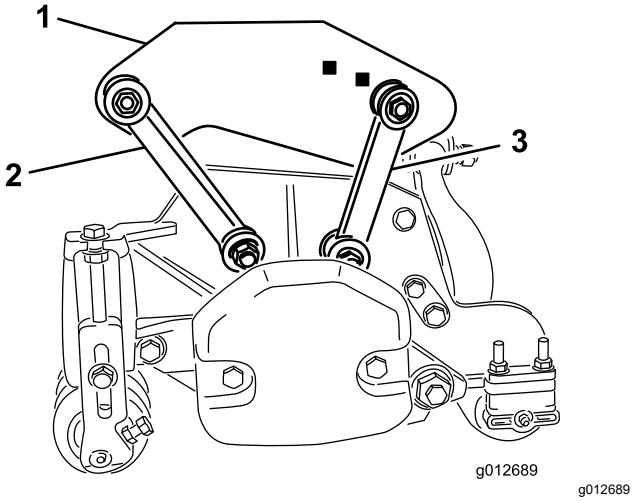

Figur 19
- Fest fremre monteringskoblinger til bærerammehullene med en bolt (⅜ x 2¼ tommer), to flate skiver og en låsemutter som vist i Figur 19. Plasser en skive på hver side av koblingen når du monterer. Stram til festene med et moment på 42 N·m.
- Fest monteringskoblingene til bakre bærerammehull med en bolt (⅜ x 2¼ tommer), to flate skiver og en låsemutter som vist på Figur 19. Plasser en skive på hver side av koblingen når du monterer. Stram til festene med et moment på 42 N·m.